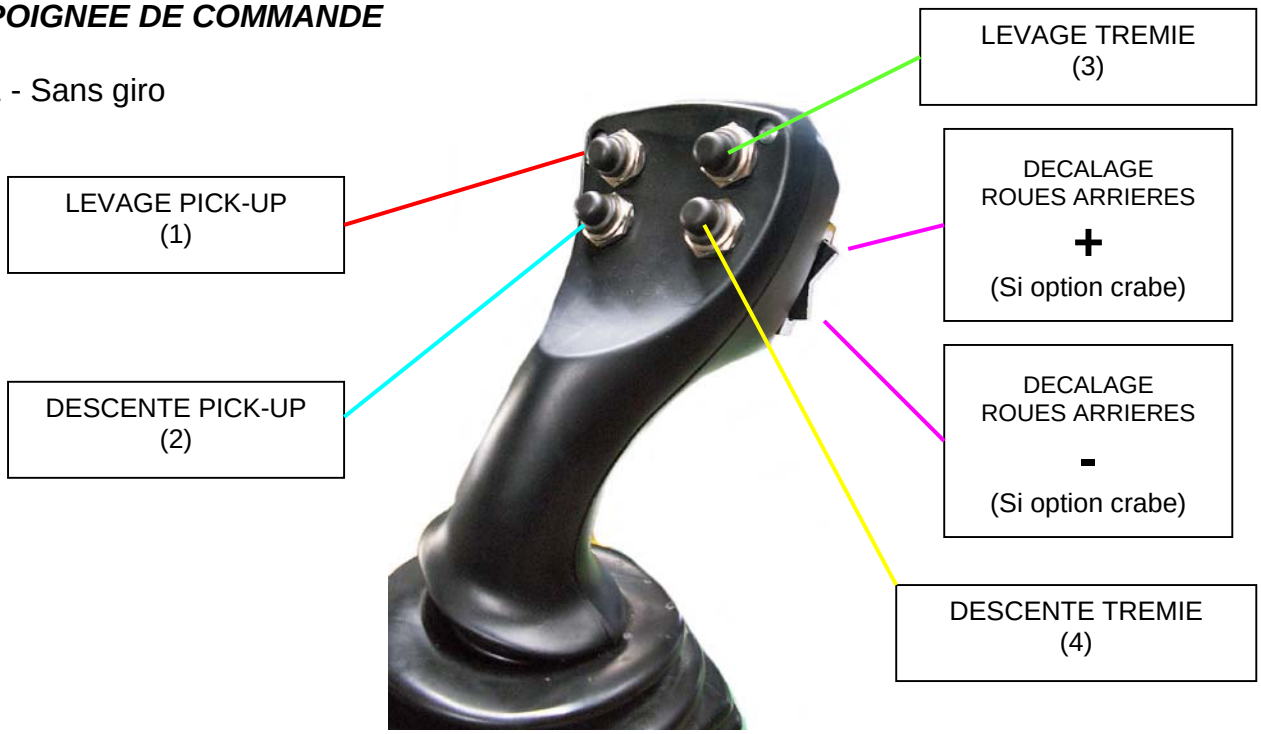
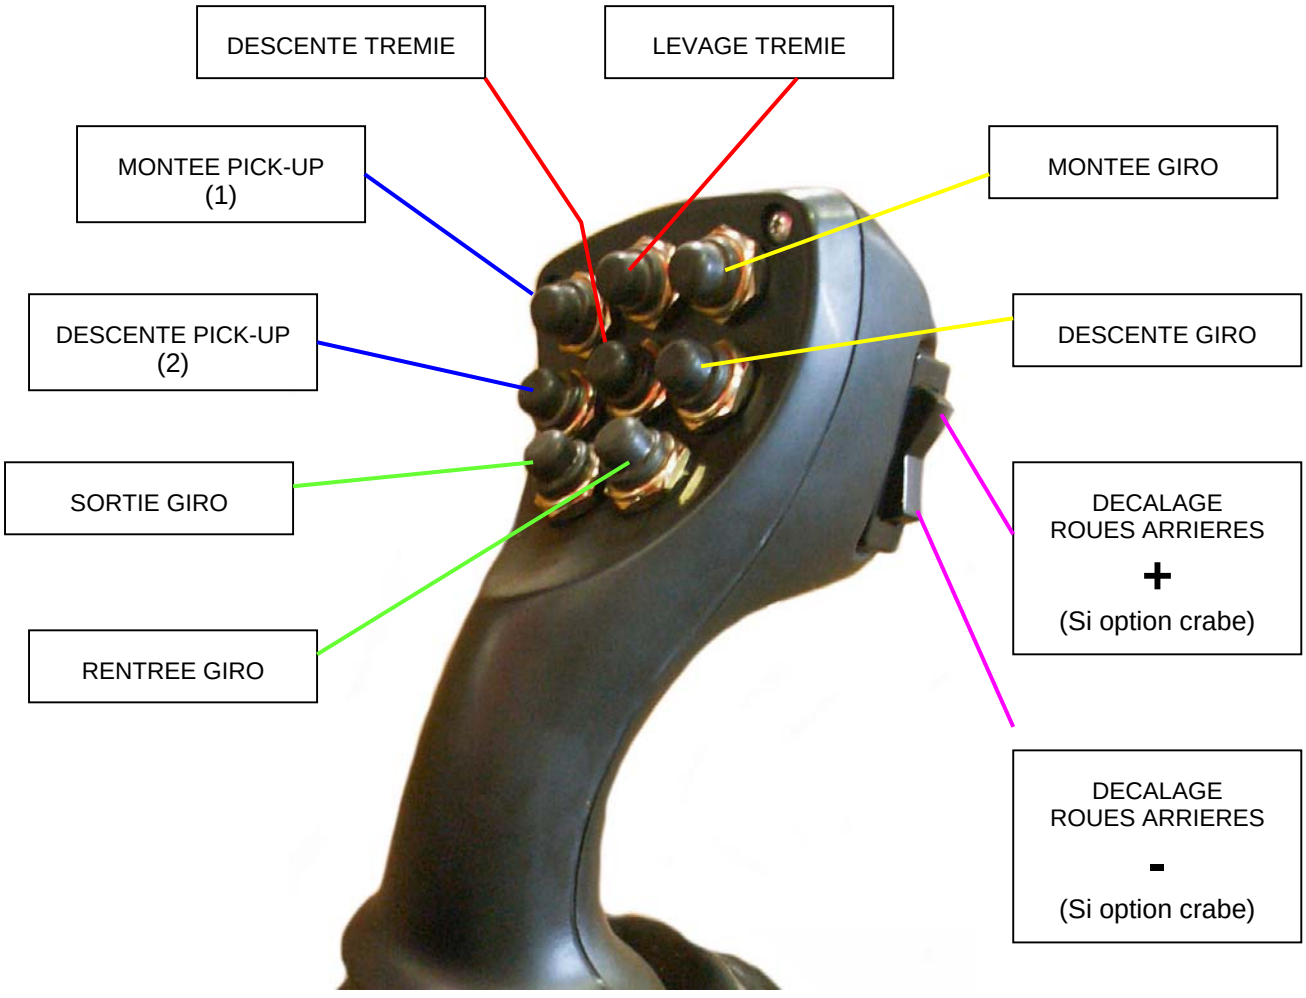

Figure 5
Figure 6
- Pour mettre la ramasseuse en position travail, baissez le pick-up sur ses butées (figure 5 repère 2) (avec option giro électrique, figure 6, repère 2).